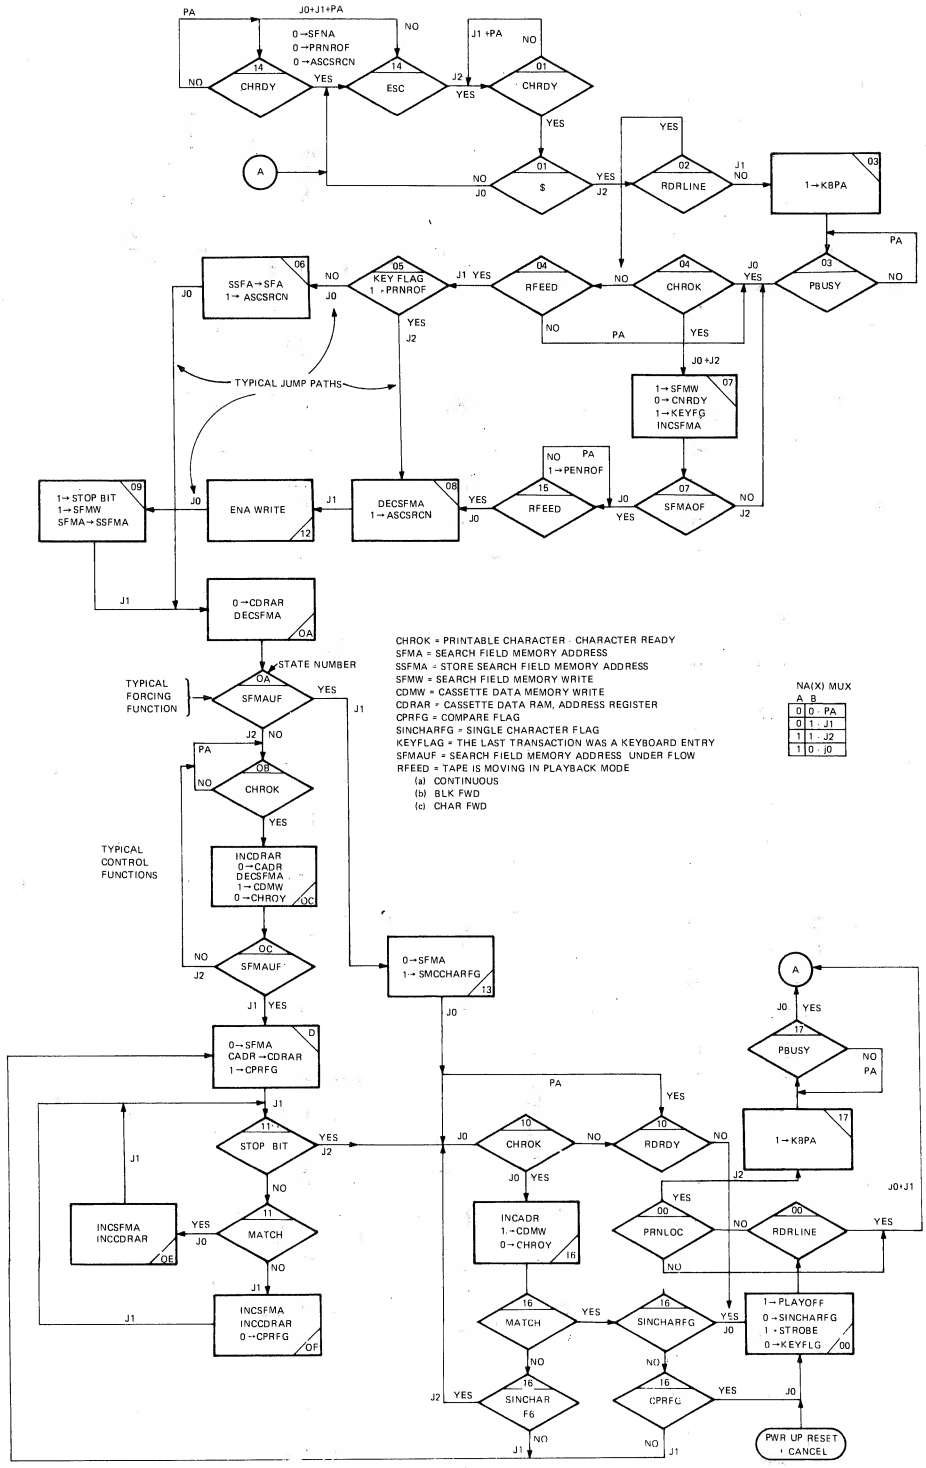

FIGURE 3-9.11. AUTOMATIC SEARCH CONTROL FUNCTIONAL FLOW DIAGRAM
The flow chart (Figure 3-9.11) and block diagram (Figure 3-9.12) illustrate the concept. The diamonds on the flow chart represent forcing functions; the rectangles are control functions; and the connecting lines are jump paths. For example, note that state 11 (state numbers are written in each block) has three jump paths (J0, J1, J2) and two forcing functions (STOP BIT and MATCH). The dominant forcing function is STOP BIT which determines the primary decision regardless of MATCH. If STOP BIT is true, the memory output forces the state counter to address 10; if it is false, MATCH determines whether address OF or OE is forced.
b. Function Control. The function controls operate much the same way as the state control. The control lines needed to make things happen (clock counters, operators, reset flipflops and control data path) are well defined in Figure 3-9.11. The control line functions are stored in the control ROM to be used where appropriate. Each control line is a discrete line from a ROM to the particular device to be clocked or gated, and each line is preprogrammed to switch HIGH or LOW in those states shown in Figure 3-9.11.
The flow chart in Figure 3-9.11 shows that state 11 can step to any of three states: 10 via path J2, OF via J1, and OE via J0. As the controller steps through one of these states, it must perform its assigned task. The following control functions occur each time the controller passes through the noted states.